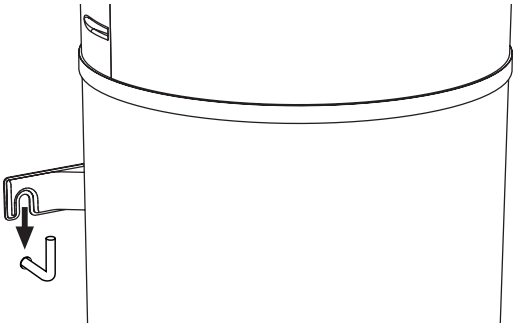

afb. 51 - Muurmontage
- Haak de ketel met de juiste bevestigingsbeugel (afb. 51).